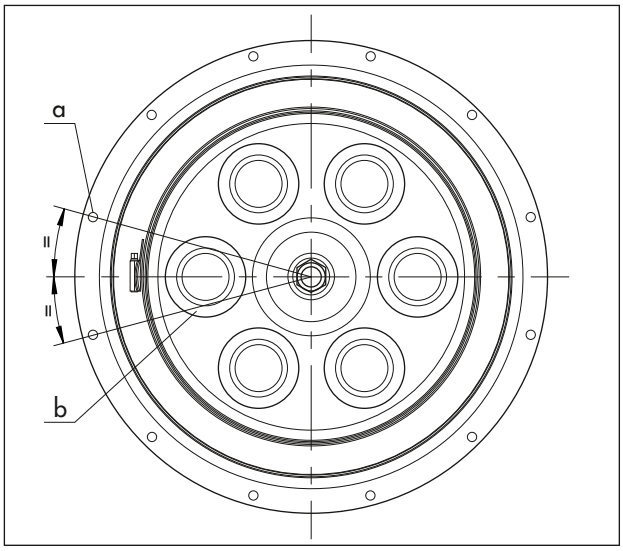

Bild 24: *Ausrichtung der Membran*
5. Neue Membran (A4) aufziehen. Sicherstellen, dass die Membran korrekt zum Membranteller ausgerichtet ist. Die gedachte Linie zwischen zwei gegenüberliegenden Federzentrierungen im Membranteller muss mittig zwischen zwei Befestigungslöchern der Membran ausgerichtet werden (vgl. Bild 24).
350 und 700 cm²: An der Schraube des Lochbandklemmen-Schlosses drehen, bis nur noch ein Spalt von wenigen Millimetern zwischen Membran (A4) und Lochklemme (A6) bleibt. Druckstück (A19) unter dem Lochbandklemmen-Schloss platzieren und ausrichten, (vgl. Bild 24). Schraube am Schloss mit einem geeigneten Werkzeug festziehen. Anzugsmomente beachten.
6. Neue Membran (A4) aufziehen. Sicherstellen, dass die Membran korrekt zum Membranteller ausgerichtet ist. Die gedachte Linie zwischen zwei gegenüberliegenden Federzentrierungen im Membranteller muss mittig zwischen zwei Befestigungslöchern der Membran ausgerichtet werden (vgl. Bild 24).